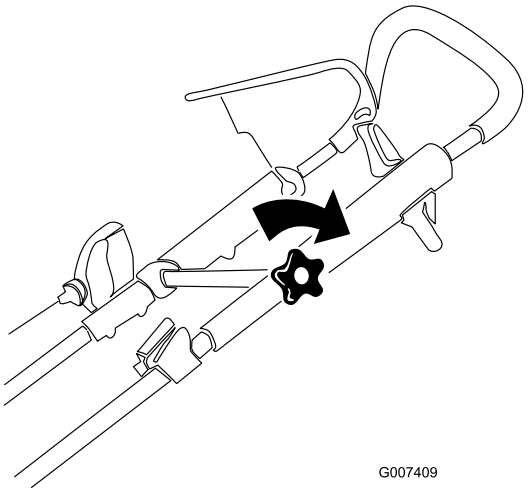

Figuur 16
3. Draai de bovenste handgreepknop stevig vast (Figuur 16).